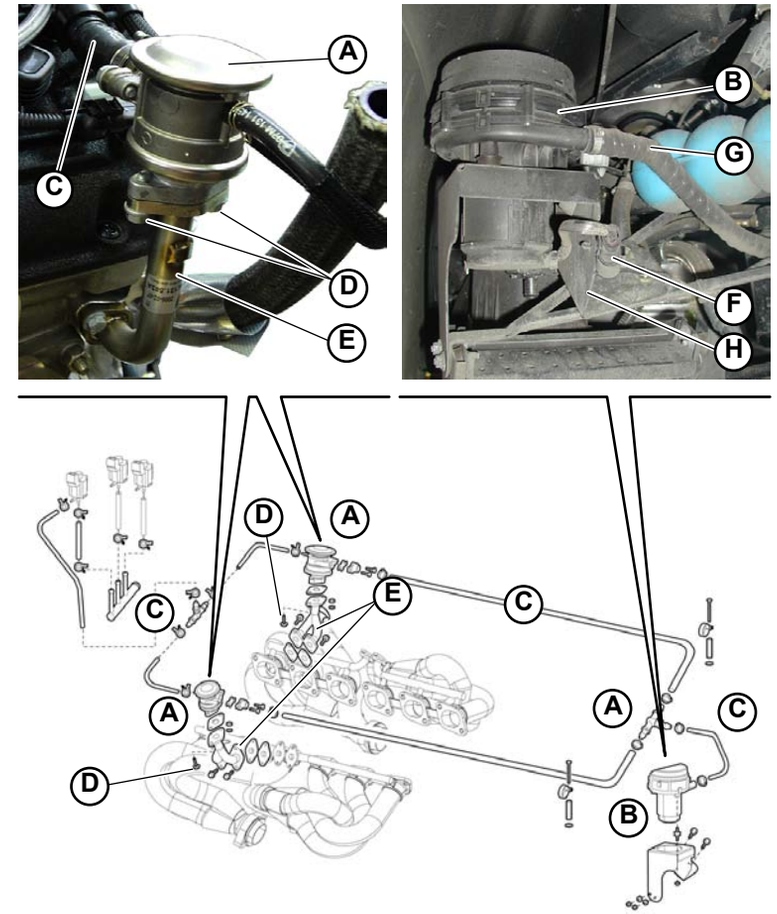

Fig.10
- Two auxiliary air valves **(A-Fig.10).**
- A pump **(B-Fig.10)**.
- Connection system consisting in pipes and unions **(C-Fig.10)**
1. Disconnect the pipe (**C-Fig.10**).
2. To remove the auxiliary air valves **(A-Fig.10)** unscrew the two screws **(D-Fig.10)** securing them to the unions **(E-Fig.10)**.
3. Disconnect the connector (**F-Fig.10**).
4. Disconnect the pipe (**G-Fig.10**).
5. Unscrew the bracket fixing screw (**H-Fig.10**).